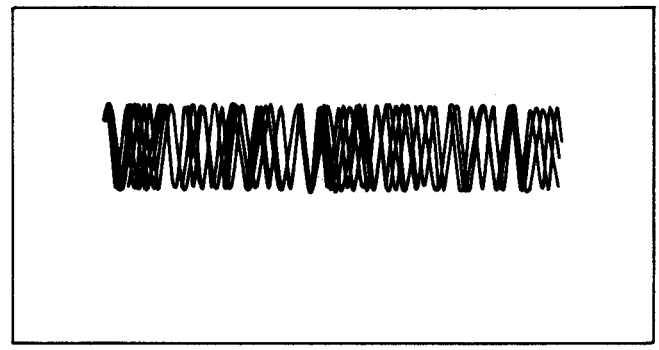
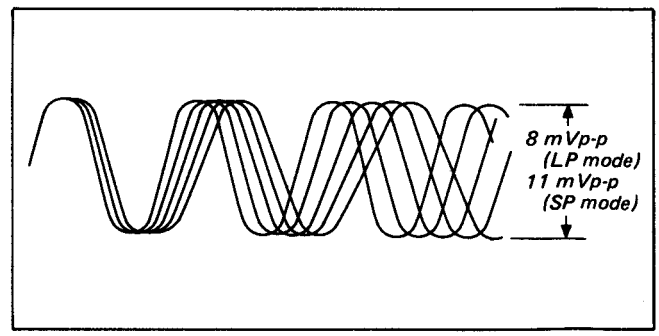

Fig. 3-7
Fig. 3-8 ATF recording current adjustment
1) Connect the oscilloscope to RP-29 board pin (1) (REC ATF) and confirm that the ATF pilot signal is 0.62 ±0.06 Vp-p (102 kHz – 165 kHz). (Fig. 3-7)
2) Reconnect the oscilloscope to RP-29 board pin (17).
3) Turn RV502 on the RP-29 board and adjust to 8 mVp-p (LP mode), 11 mVp-p (SP mode) (Fig. 3-8)